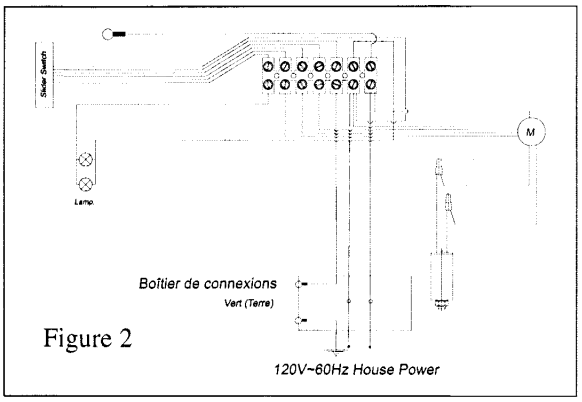

Figure 2
1. À l'aide des connecteurs pour câbles homologués, connecter les conducteurs d'alimentation aux conducteurs du ventilateur. Connecter le conducteur de prise de terre (vert ou nu) à la vis de masse verte ou au conducteur de masse (jaune/vert) de la boîte de distribution du ventilateur. Voir Fig. 2